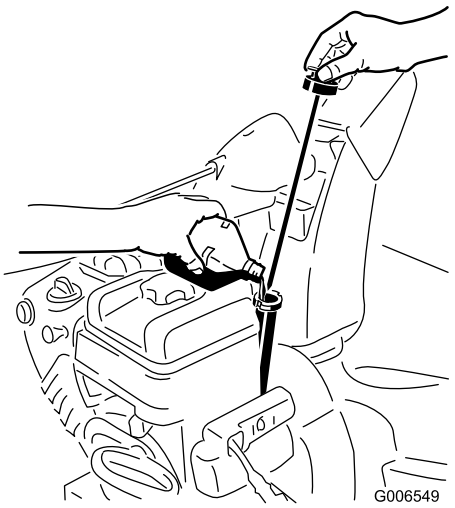

Figur 32
2. Ta ut peilestaven, og kontroller oljenivået (Figur 32). Hvis oljenivået er under Add-merket på peilestaven må du fylle på mer olje. Se Fylling av olje i motoren.